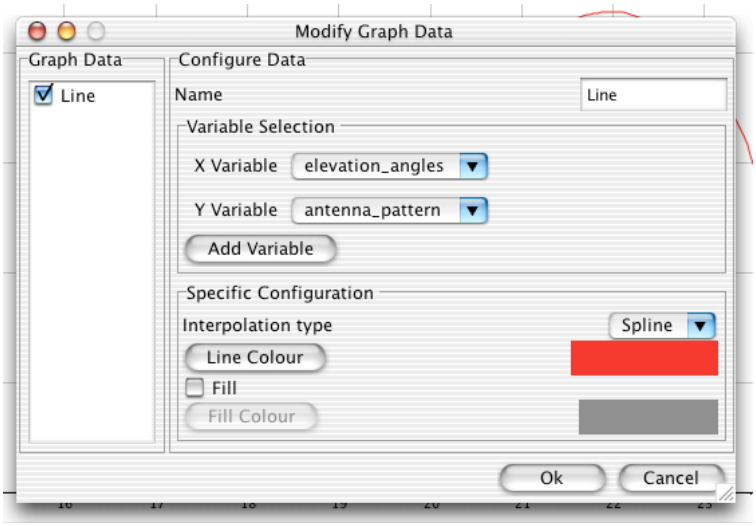

Figure 6.13 Modify Graph Data Dialog
Figure 6.13 above, provides the user with the following options:
- Figure 6.13, the configurable options specific to the *2D Line Graph* include: